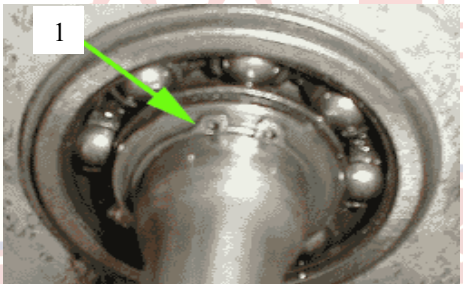

Fig. 1.1 Rulment roată (Times New Roman 11 ppt):
- Figurile şi tabelele se vor numerota în ordinea introducerii lor în lucrare, cuprinzând în numerotare specificarea capitolului (exemplu: Fig. 1.1, Fig 1.2, Fig. 2.1, Tabelul 1.1 etc.) şi denumirea figurii (vezi modelul ce urmează). Acestea se vor insera în textul lucrării, după referinţa din text şi pe cât posibil imediat după această menţiune. Figurile pot fi centrate pe pagină sau poziţionate dreapta, cu condiţia ca spaţiul rămas în stânga figurii să fie utilizat pentru text.